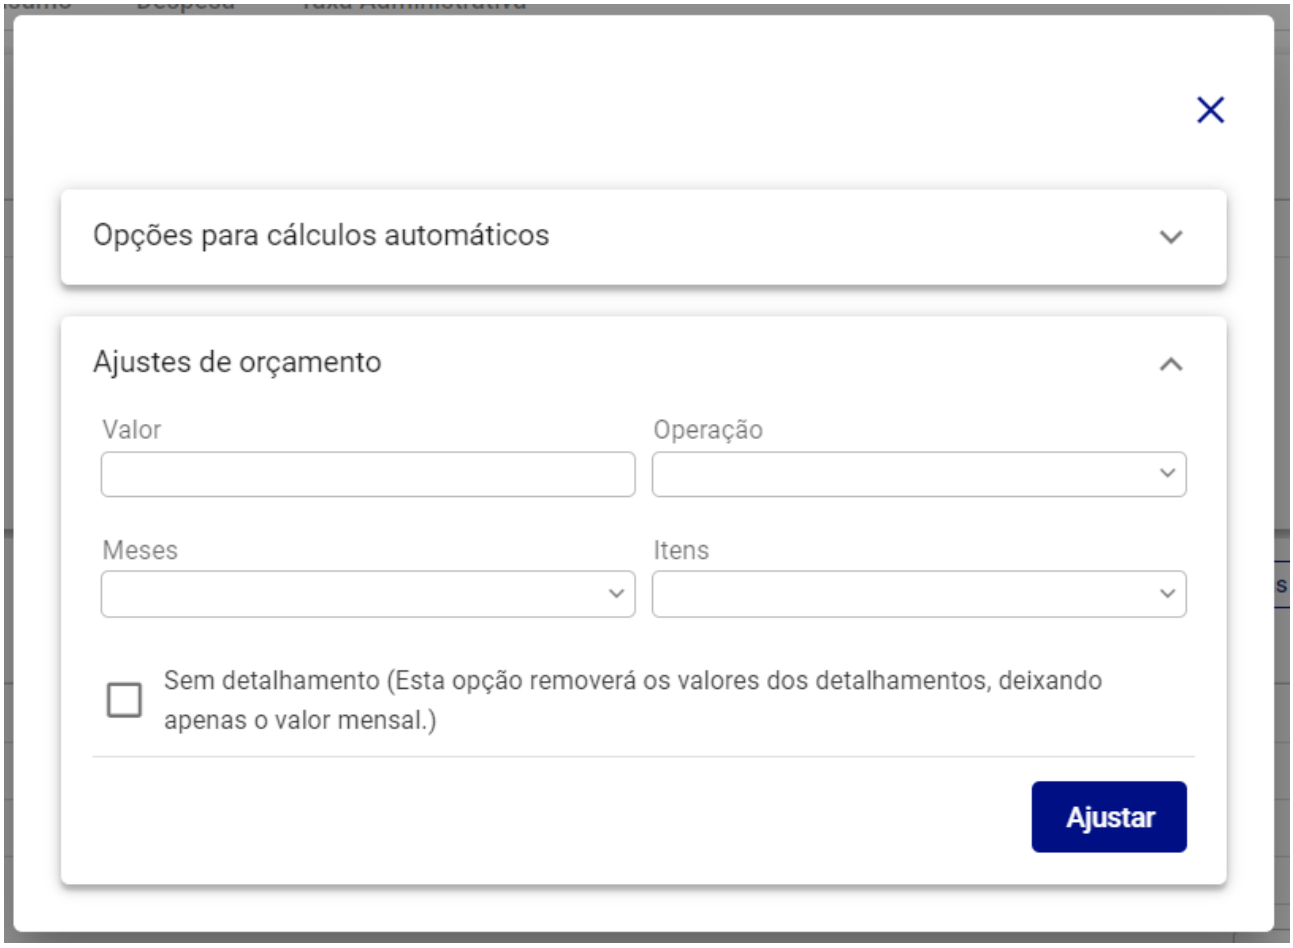

Figura 279: Ajustes de Orçamento
– **Ajustes de Orçamento (Figura 279):** Ferramenta para aplicar alterações em massa nos valores orçados.